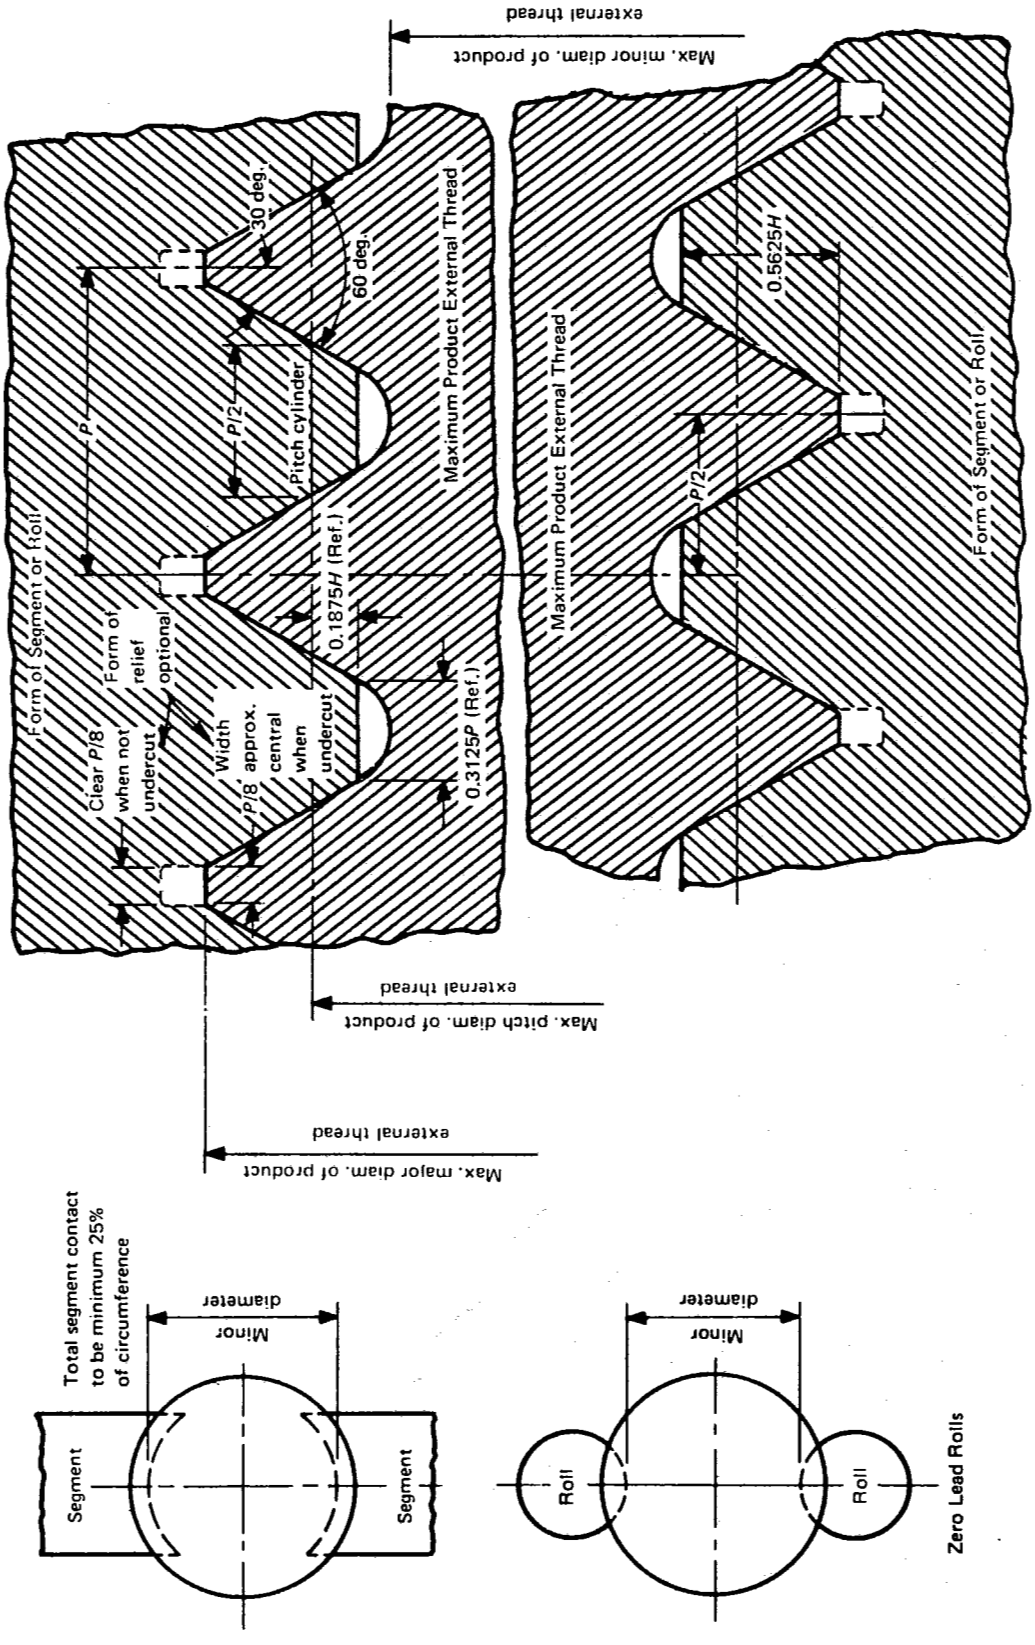

FIG. 21 THREAD SNAP GAGES — MAXIMUM-MATERIAL GO FUNCTIONAL LIMIT (Ref. Table 1 — Column A_1)
5.3.3 Thread Form. The specifications for thread form are summarized in Table 7 and Fig. 21.